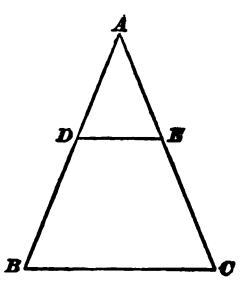

FIG. 27.
57. If a straight line be drawn through two sides of a triangle, parallel to the third side, a second triangle will be formed whose sides will be proportional to the corresponding sides of the first triangle. Thus, in the triangle $A\,B\,C$, Fig. 27, if the line $D\,E$ be drawn parallel to the side $B\,C$, the triangle $A\,D\,E$ will be formed and we shall have
EXAMPLE.—In Fig. 27, if $A\,B = 24$, $B\,C = 18$, and $D\,E = 8$, what does $A\,D$ equal?